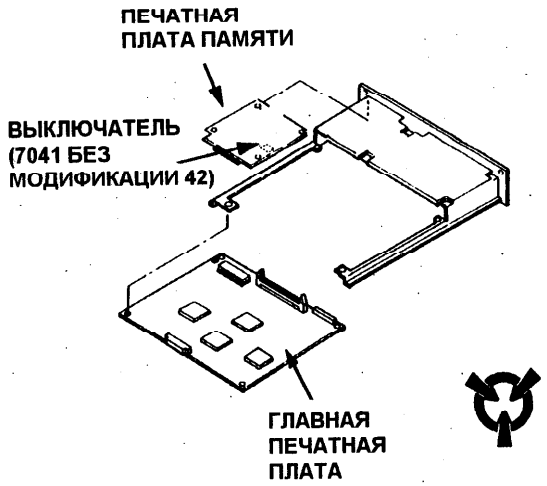

Рис. 2. Печатная плата памяти
6. Освободите печатную плату памяти из пластиковых стоек (Рис. 2).